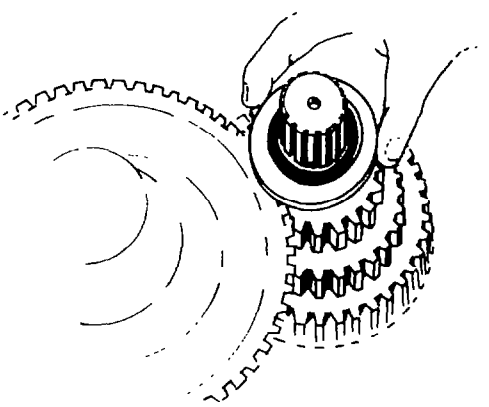

Fig. 201 — Installing Thrust Washers
i. Install the thrust washers on each of the countershafts and retain with snap rings (see fig. 201).